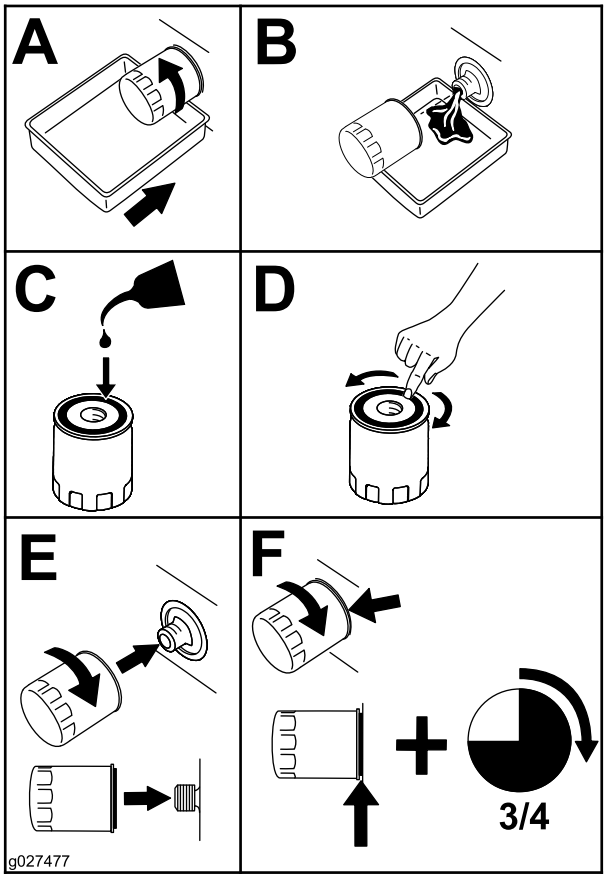

Rysunek 43
5. Wymień filtr oleju silnikowego (Rysunek 43).